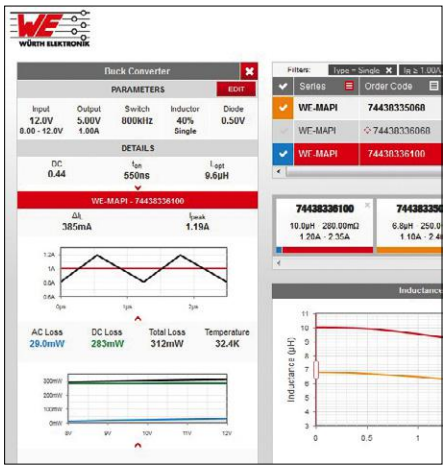

Bild 13. Beispiel mit Buck-Konverter.
**Bild 13** zeigt das Beispiel eines Down-Konverters. Als Eingangsspannung werden 8...12 V angenommen und als Ausgangsspannung 5 V. Weitere Parameter sind Schaltfrequenz = 800 kHz, Rippelstrom = 40 % und Ausgangsstrom = 1 A. Für diese Werte errechnet REDEXPERT eine optimale Induktivität $L_{opt}$ von 9,6 µH, eine Einschaltdauer von 550 ns und ein Tastverhältnis von 0,44. Für dieses Beispiel werden nun mehr als 200 Produkte zur Auswahl vorgeschlagen. Will man eine sehr kleine und verlustarme Speicherdrossel haben, so empfiehlt sich ein Exemplar aus der WE-MAPI-Baureihe.